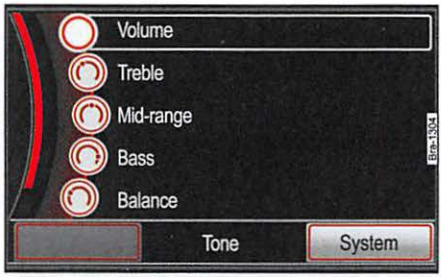

Fig. 83 Tone settings selection menu.
- Press the [Sound] function button on the lower left of the screen to open the tone and volume adjustment menu ⇒fig. 83.
In the overview the current settings are graphically displayed in the circle in the front of the respective menu item ⇒fig. 83.
- In the **Sound** *main menu*, press the [Volume] function button ⇒fig. 83.